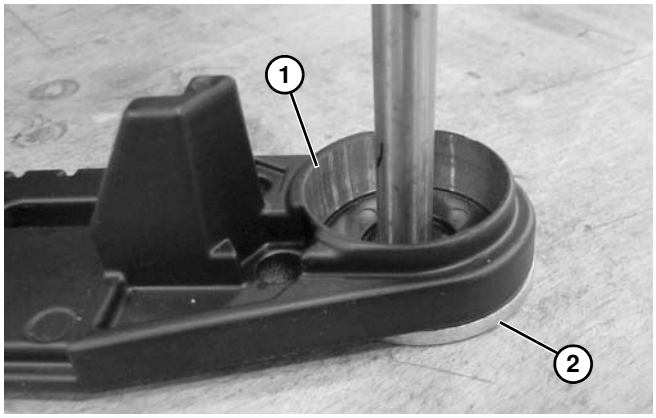

Figure 82
2. Placer la plaque arrière **(Figure 82, élément 1)** à plat avec sa face sur la rondelle **(Figure 82, élément 2)** ou sur l'établi avec un trou d'au moins 16 mm de diamètre.